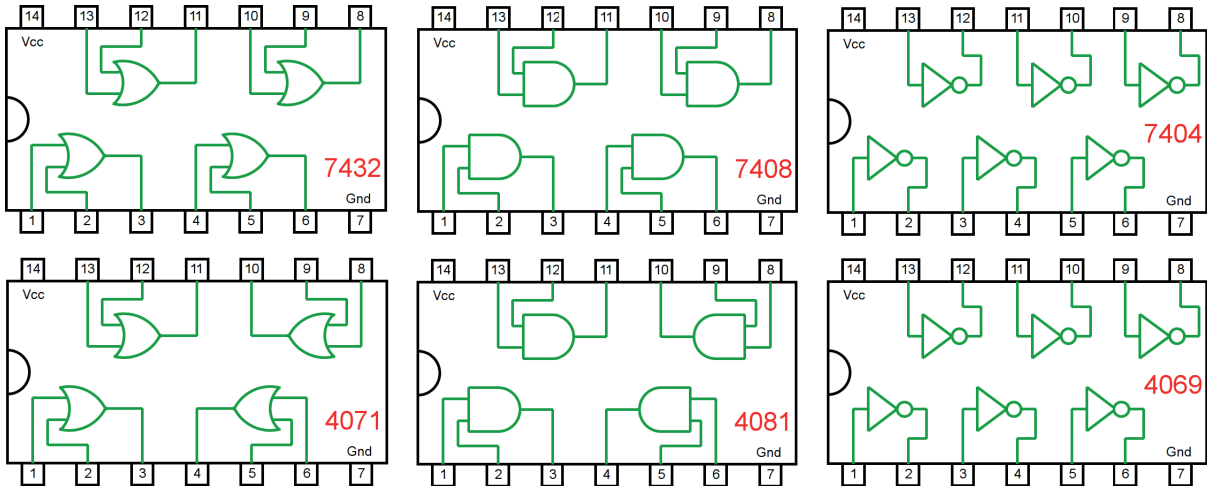

Figura 4.44 – Circuitos integrados TTL e CMOS.
a) Coloque os circuitos integrados (TTL e/ou CMOS da figura 4.44) nas posições indicadas.
d) Conecte os fios verdes. Os fios verdes estão conectados ao terra e portanto fornecendo valor lógico (0) às entradas de todas as portas do CI.